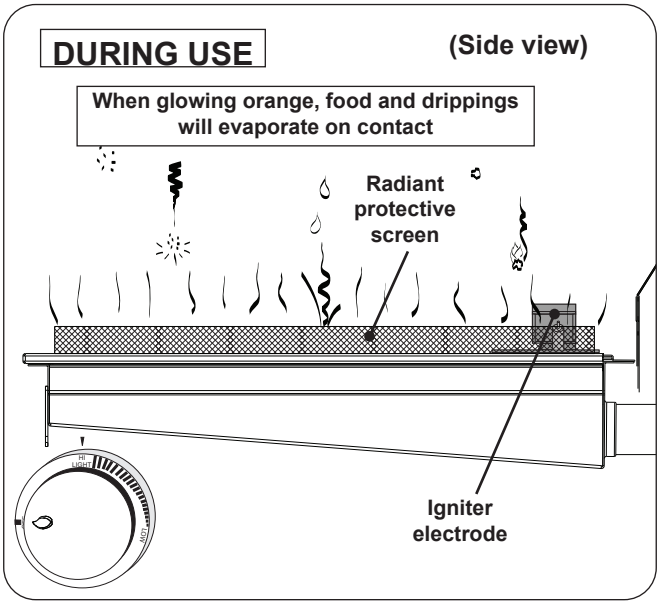

Fig. 33-3 Infrared burner - DURING USE
- **DO NOT place food on the cooking grid until the infrared burner glows orange (Fig. 33-3).** Drippings are heated and evaporate instead of sticking to and impairing burner function.